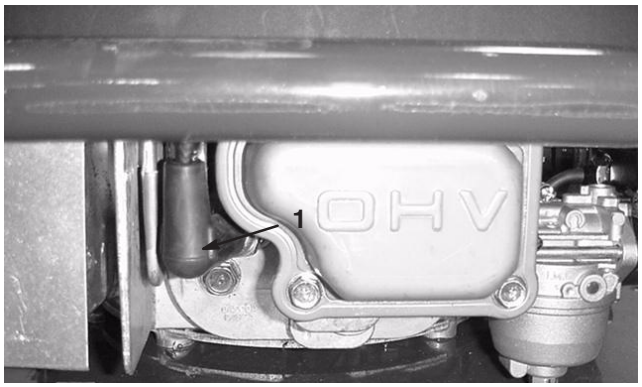

Figure 17
1. Make sure the spark plug wire is connected to the spark plug (Fig. 17).